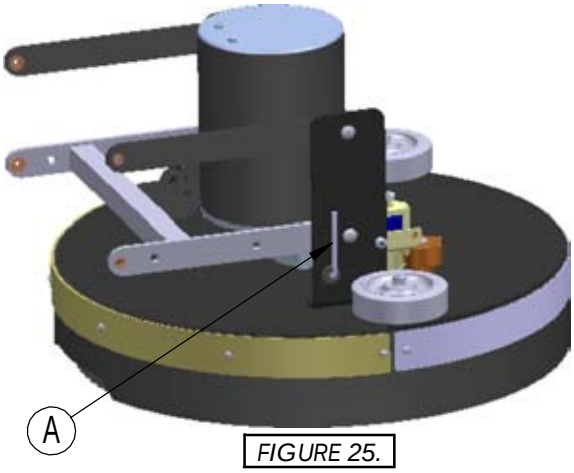

FIGURE 25.
3. TO REMOVE TANK BOLTS, USE 3/16" ALLEN WRENCH "A" PROVIDED WITH MACHINE, LOCATED ON SIDE OF SCRUBDECK LIFTING BRACKET. *(SEE FIGURE 25.)*